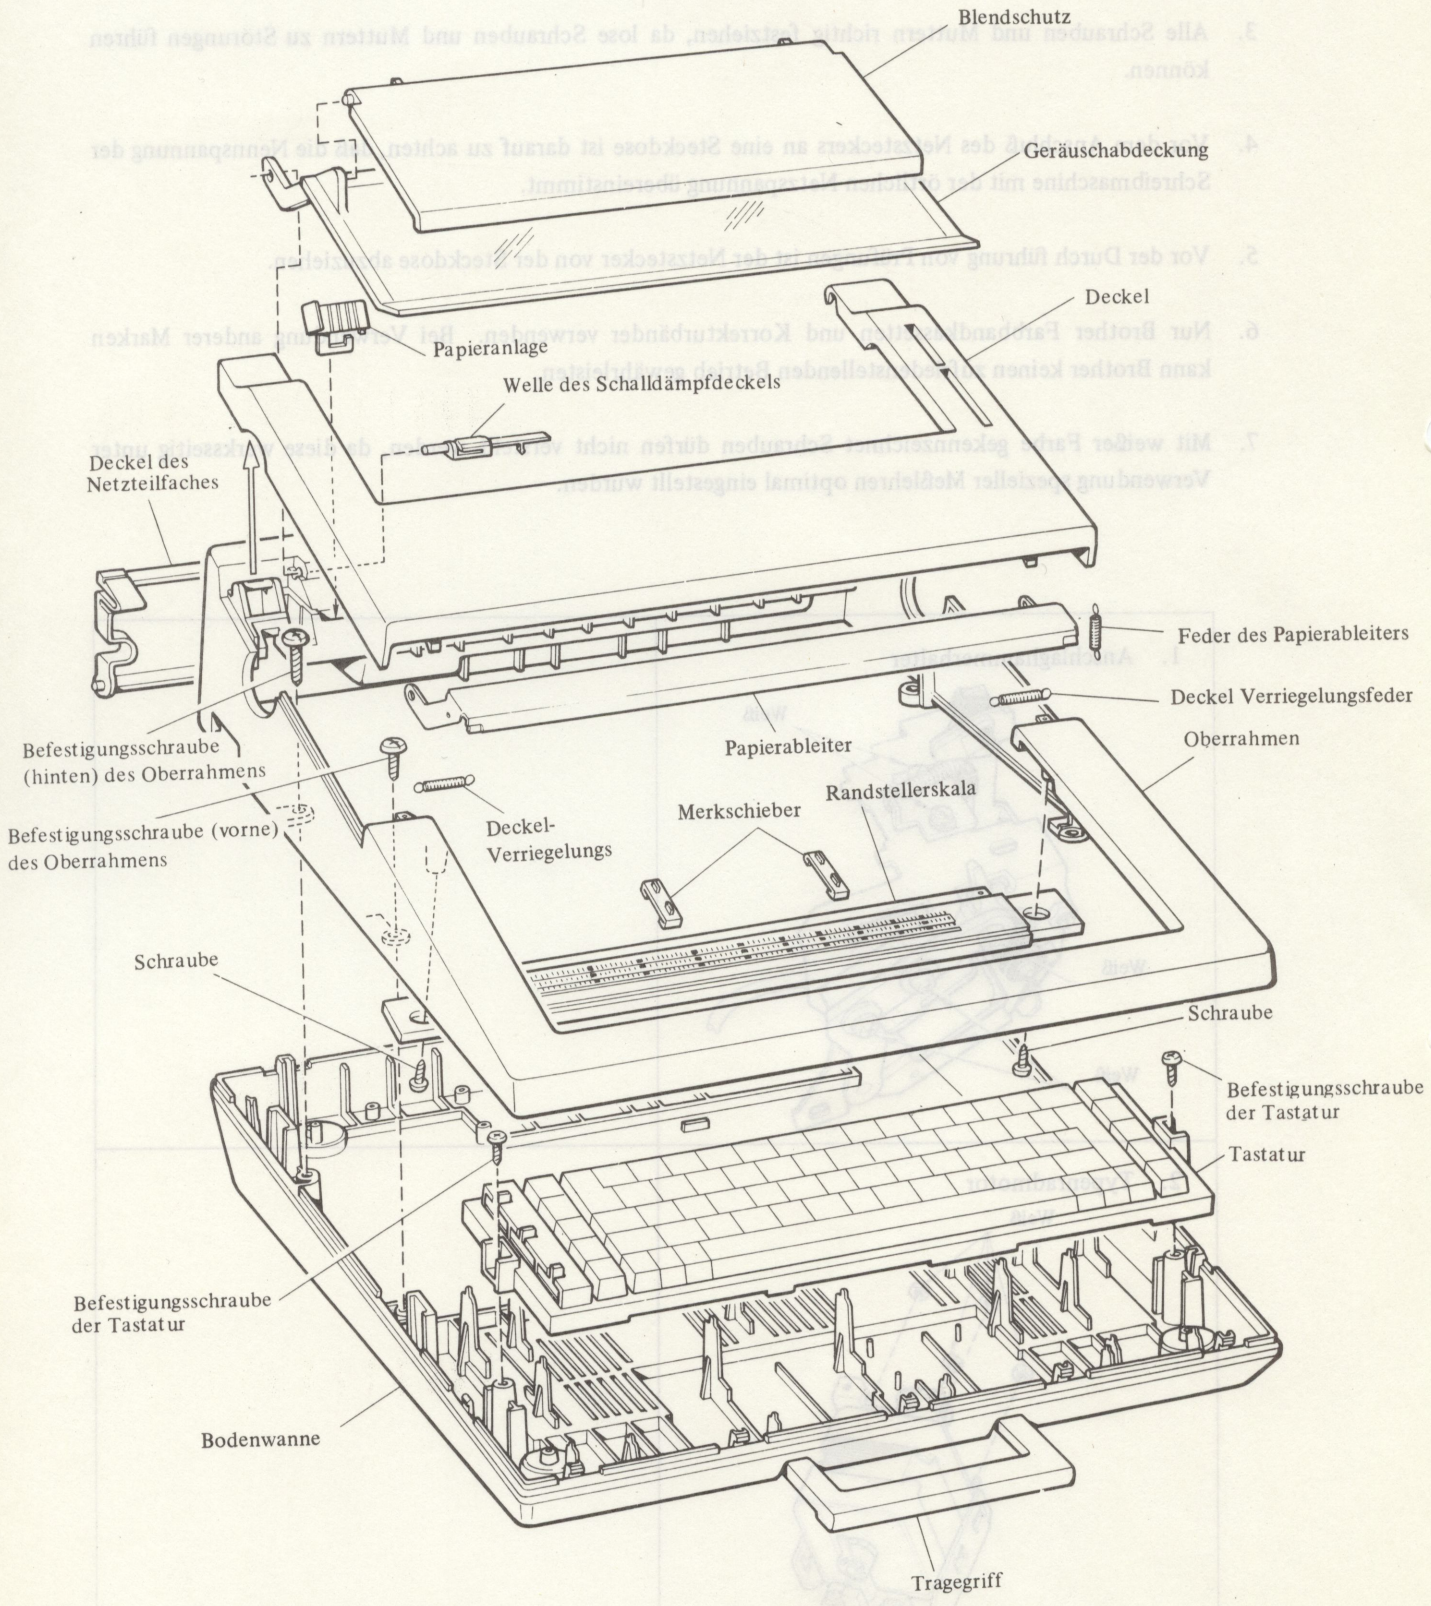

Abb. 1
* Der Oberrahmen kann wie folgt zerlegt werden (Abb. 1):